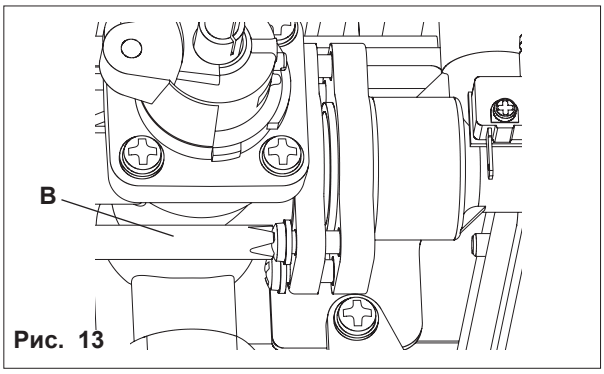

Рис. 13
- открутить 4 винта (B) на газовом клапане (рис. 13);